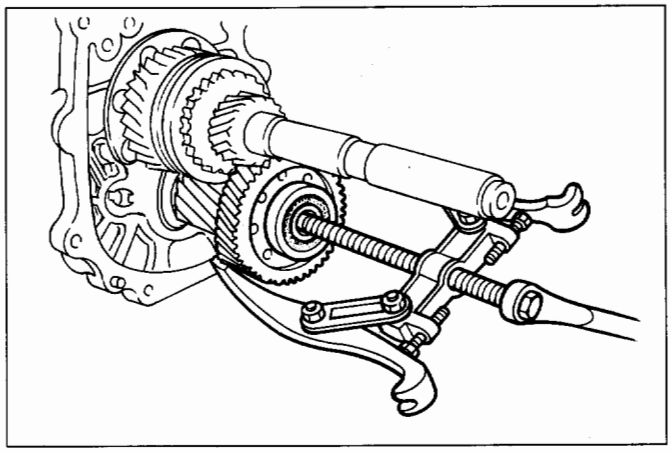

Fig. 7B-49
- Use the puller to remove the ball bearing and the counter 5th gear (Fig. 7B-49).